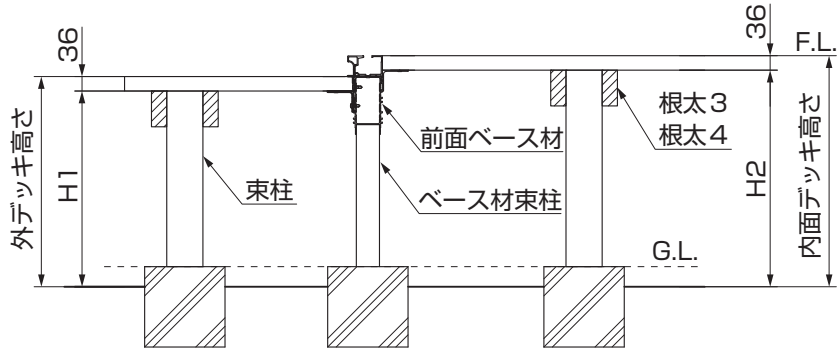
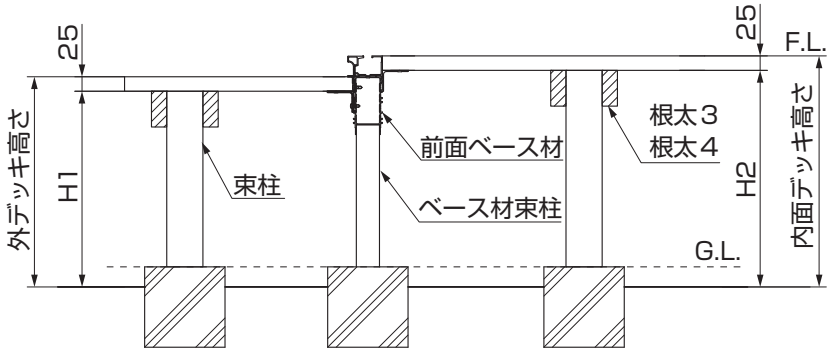

図1-4 ウエスタン・レッドシダーの場合
図1-5 イペセレクトの場合
①束柱の高さ寸法のH1、H2を出してください。（図1-4、図1-5参照）